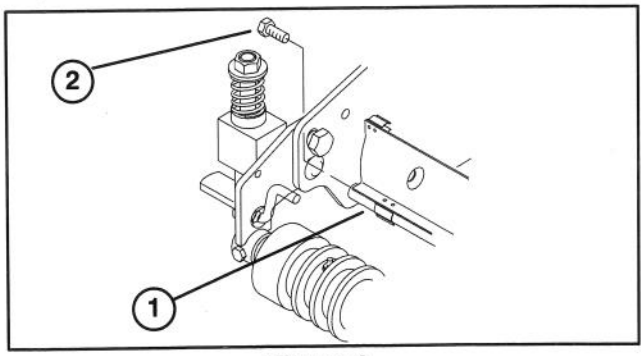

Figure 6
15. On right side of cutting unit, remove flange head capscrew securing shield rod to side plate (Fig. 6).